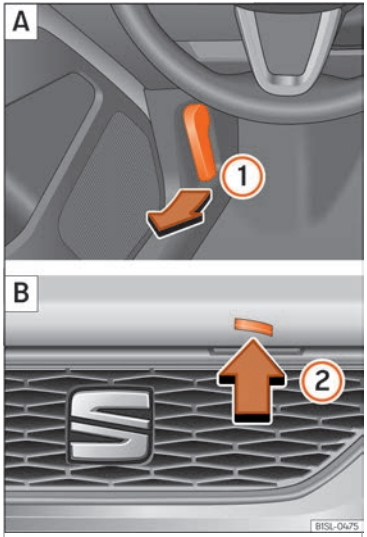

Fig. 9 A: Release lever in the footwell on the driver side B: Release lever on the bonnet
- Pull the release lever ››› Fig. 9 ① in the direction of the arrow. The bonnet is released from the lock carrier by a spring mechanism ››› ⚠ in Working in the engine compartment on page 194.
- Lift the bonnet up slightly while pressing the release lever ② in the direction of the arrow to completely open the bonnet.
- Take out the bonnet support rod from its clip in the direction of the arrow ③ and place it in the corresponding open position ④ (arrow).